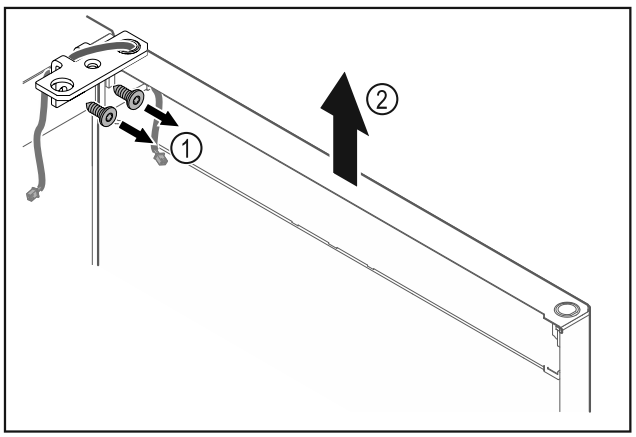

Fig. 13
▶ Deșurubați *Fig. 13 (1)* colțarul balamalei.
▶ Ridicați ușa inclusiv colțarul balamalei *Fig. 13 (2)* aproximativ 200 mm drept în sus și detașați-o.